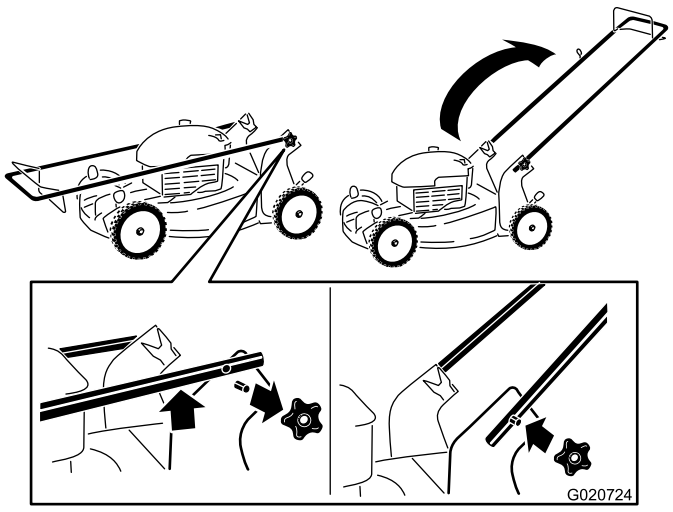

Figuur 3
1. Verwijder de handgreepknoppen van de machinebehuizing (Figuur 3).